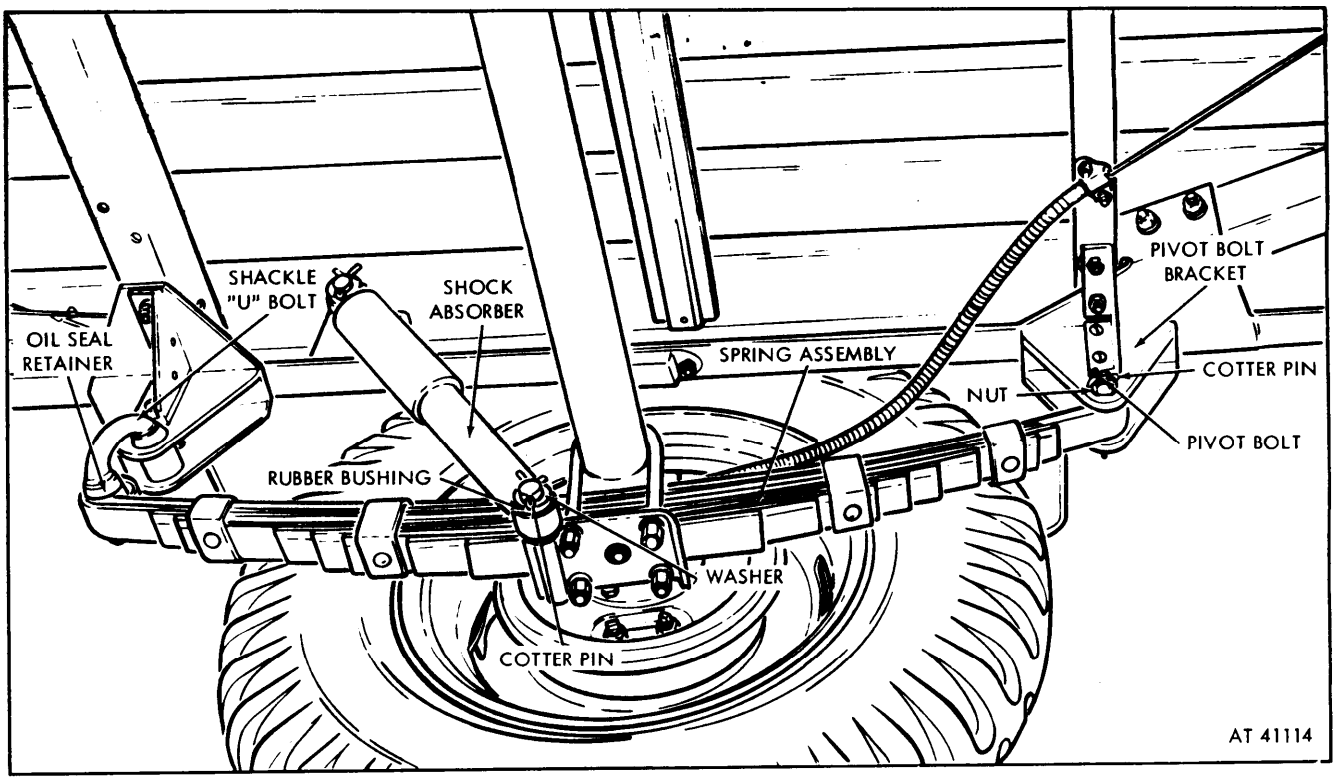

Figure 1-4. Spring and shock absorber installed.
b. Springs and Shock Absorbers (fig. 1-4). The frame is suspended on two semielliptical leaf type springs with double wrapped eyes. Each spring has ten leaves held by a center bolt and four rebound clips. The springs are attached to the frame by means of a pivot bolt in the front and a shackle U-bolt in the rear. The shock absorbers are direct-acting, two-way control units mounted on rubber bushings. The shock absorbers are nonadjustable and nonrefillable, and cannot be repaired or rebuilt.